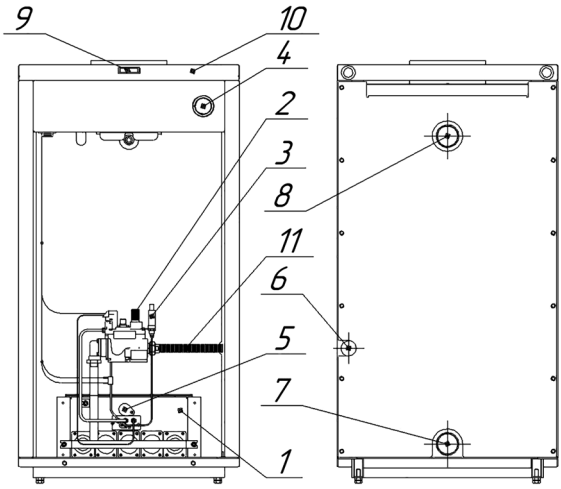

**Рис. 1.**
5.1. Аппарат отопительный представляет собой сварную конструкцию, образующую по всему периметру водяную рубашку. В нижней части аппарата отопительного, в проёме топочной камеры, установлено газогорелочное устройство с органами управления. В верхней части аппарата отопительного находится газоотводящий патрубок для удаления продуктов сгорания из топки. На задней поверхности (для моделей Премьер-55/Premier-55 и Премьер-80/Premier-80) или боковых поверхностях (для модели Премьер-100/Premier-100) аппарата отопительного расположены резьбовые патрубки, предназначенные для подключения к системе отопления и газоснабжения. Регулирование и поддержание заданной температуры обеспечивается терморегулятором (одним для модели Премьер-55/Premier-55 или двумя для моделей Премьер-80/Premier-80, Премьер-100/Premier-100), модулирующим пламя основной горелки, снабженными ручкой с делениями, которая установлена на передней панели аппарата отопительного (см. рис. 1; 1.1; 1.2).